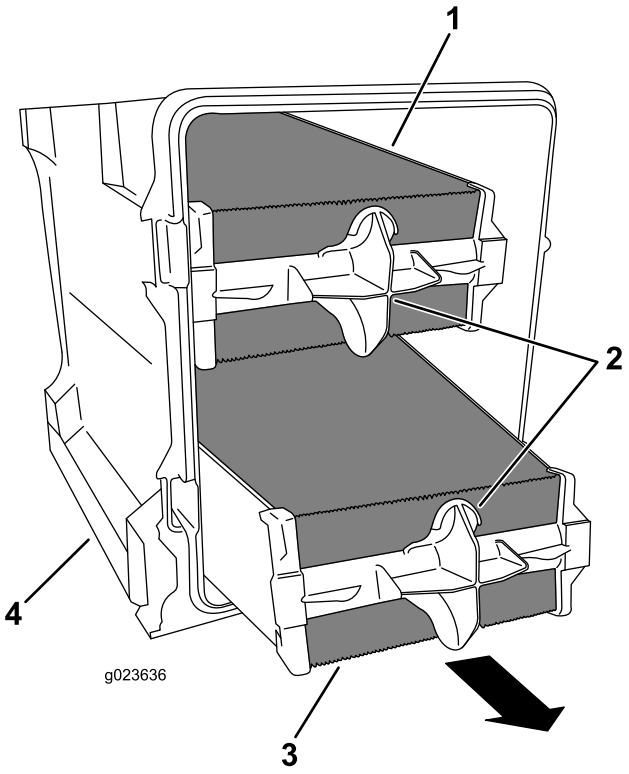

Figure 119
4. Utilisez les poignées du filtre à air pour déposer le préfiltre du couvercle du filtre à air (Figure 119).